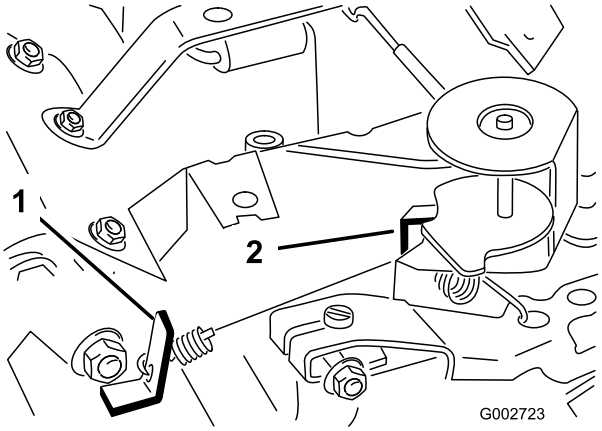

Figur 38
3. Bøy ankerspissens blindfjær (Figur 38) for å oppnå en tomgangshastighet på 1625±50 o/min. Kontroller hastigheten med en turteller.
5. Sett gasspaken i hurtig-stillingen. Bøy ankerspissen for høyhastighetsfjæren (Figur 38)for å oppnå en topphastighet på 3400±50 o/min.